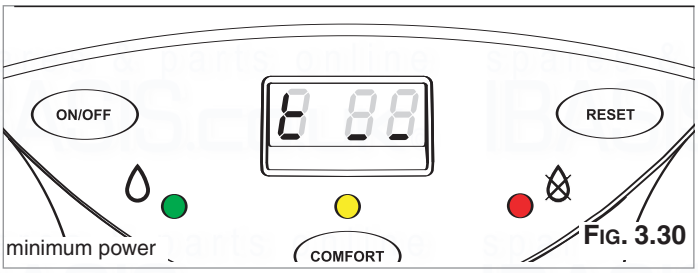
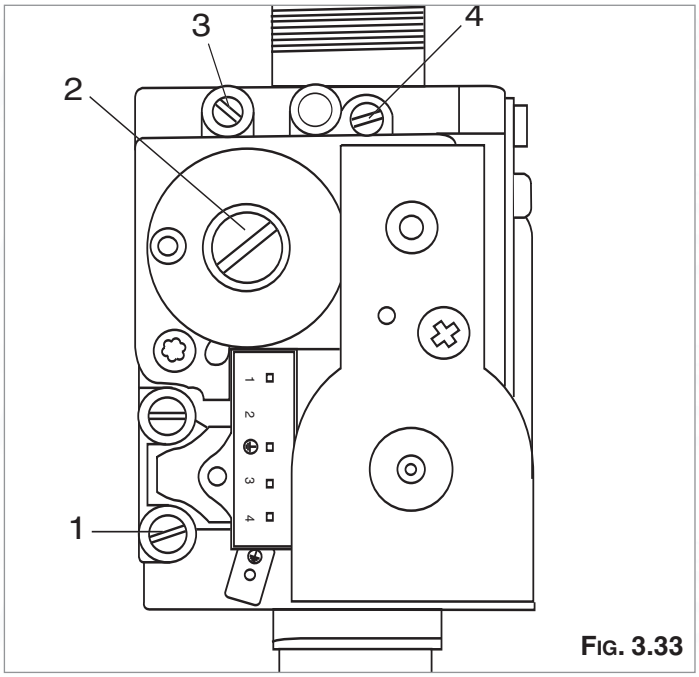

FIG. 3.30
Fig. 3.33
To select operation at maximum power, press the programming key +, two dashes will appear at the top of the right-hand display (see Fig. 3.30).
To select operation at minimum power, press the programming key −, two dashes will appear at the bottom of the right-hand display (see Fig. 3.30). This function is disabled when you press reset key **"H"** to quit the adjustments menu.
1. Loosen screw "**1**" (Fig. 3.33) and connect the pressure gauge connection pipe into the test point.
2. Turn the boiler on at maximum power, enabling the "flue sweep" function (press the RESET key for 5 seconds and then press the programming keys ⊕ and ⊖ together ensuring the dashes are at the top of the display (see Fig. 3.30). The supply pressure should correspond to that shown for the type of gas the boiler is designed for methane gas G20 (see table below).
2. Set the boiler to minimum power via the test function (see paragraph 3.6.1) or by pressing the RESET button for 5 seconds and then pressing the ⊖ button on the control panel, ensure the dashes are at the bottom of the display (see Fig. 3.30). Ensure the $CO_2$ value on the analyser corresponds with the value indicated in table 4D. If this is not the case, adjust screw "**2**" (Fig.3.33) with a screwdriver in small intervals, allowing the reading to become stable before adjusting further, until you obtain the correct $CO_2$ reading. Allow the reading to become stable for at least 4 minutes.
3. When the check is over, replace the cap on screw "**2**" (Fig. 3.33).
1. With the combustion analyser already connected to the analysis point, set the boiler to maximum power via the test function (see paragraph 3.6.1) or by pressing the RESET button for 5 seconds and then the programming keys ⊕ and ⊖ ensuring the dashes at the top of the display (see Fig. 3.30).
Ensure the $CO_2$ value on the analyser corresponds with the value indicated in table 4D. If this is not the case, adjust screw "**4**" with a screwdriver in small intervals allowing the analyser reading to stabilise before adjusting further (Fig. 3.33), until you obtain the correct $CO_2$ reading. Allow the reading to become stable for at least 4 minutes.